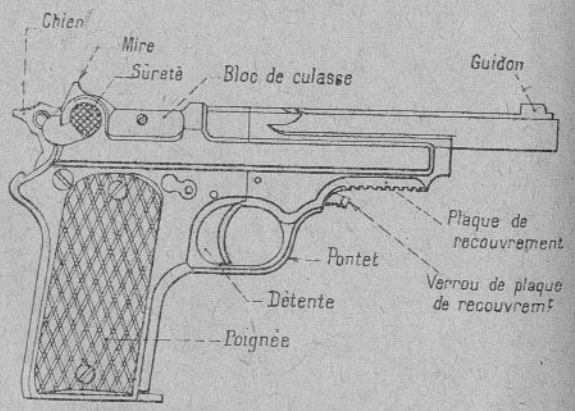

Fig. 1. — Pistolet type Star, côté droit.
30. Pour l'étude de la nomenclature, le pistolet type Star (fig. 1 et 2) peut se décomposer en quatre parties principales :